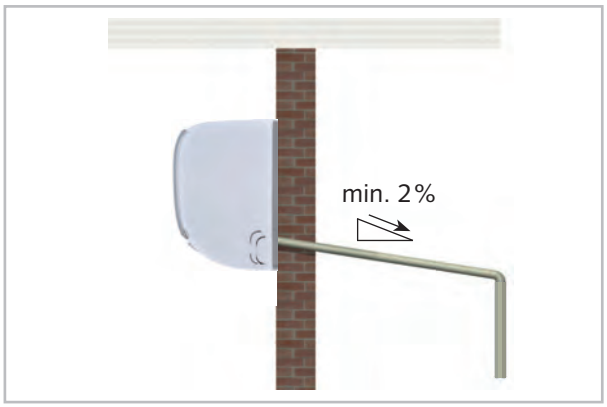

Abb. 40: Kondensatanschluss Innengerät
- Die bauseitige Kondensatleitung ist mit einem Gefälle von min. 2 % zu verlegen (Abb. 40). Gegebenenfalls sehen Sie eine dampfdiffusionsdichte Isolation vor.